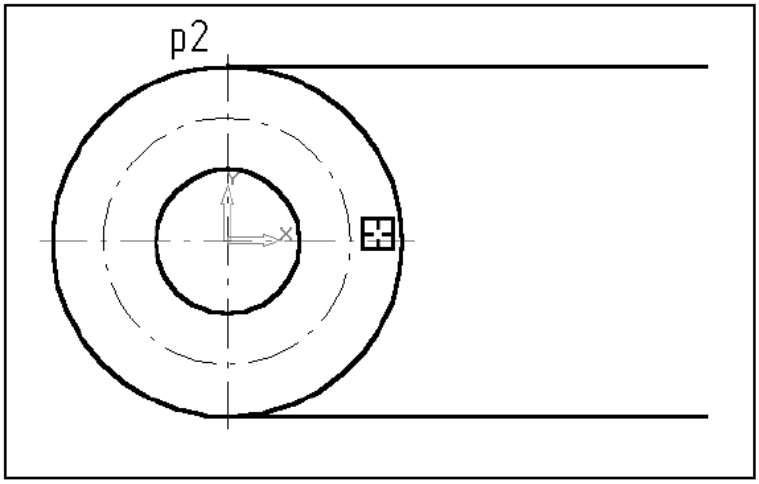

Рис. 13 Побудова фігури за допомогою кнопки ***Симетрія***
3.4.17 Клацніть мішенню в будь-якій точці горизонтальної осьової лінії кола, яке в даній ситуації є віссю симетрії, і другий горизонтальний відрізок побудований (Рис. 13).